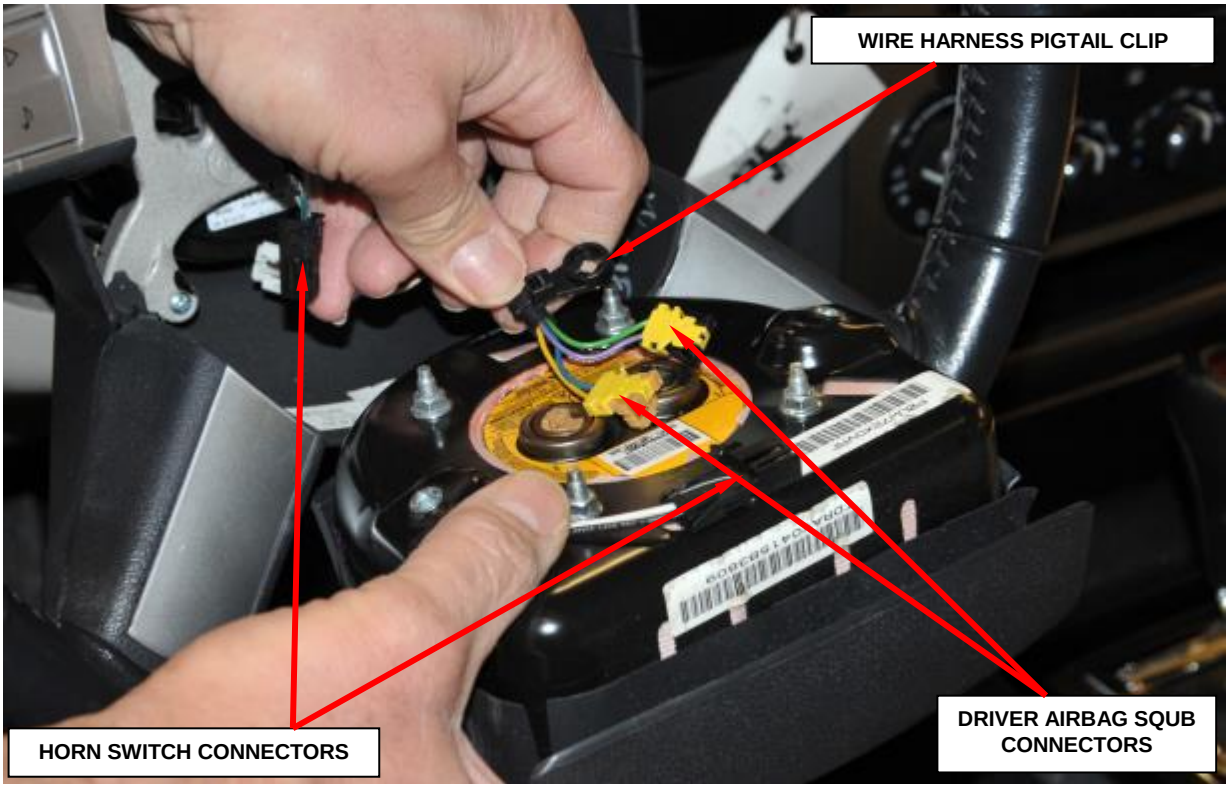

Figure 65 – Wire Harness Pigtail Clip
7. Disengage the wire harness pigtail clip from the housing (Figure 65).